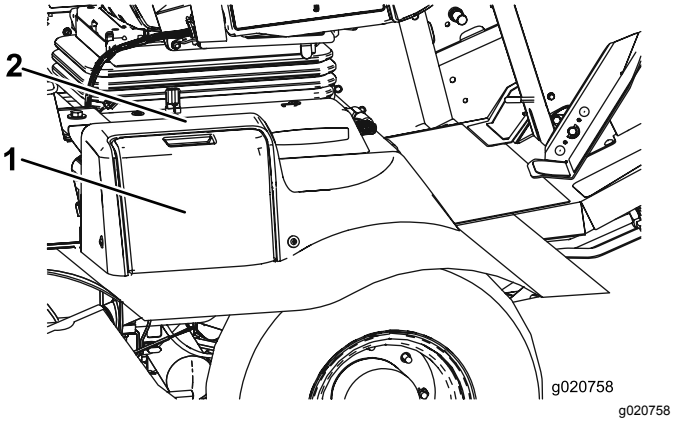

Figuur 80
1. Open het accudeksel aan de zijkant van het scherm (Figuur 80).
Opmerking: Druk op het vlakke deel boven het accudeksel om het deksel gemakkelijker te kunnen wegnemen (Figuur 80).